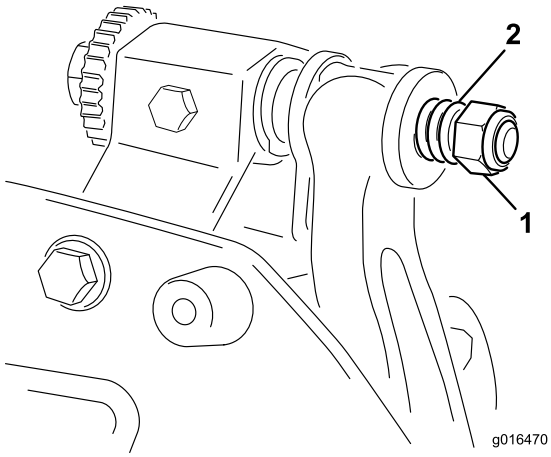

Figur 21
3. Dra åt fjäderspänningsmuttern tills fjädern pressas ihop, och vrid sedan ut den ett halvt varv (Figur 21).